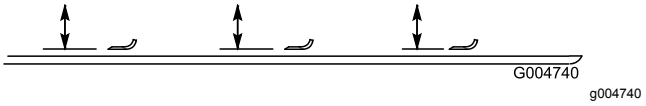

Figur 108
2. Drej kniven, indtil enderne vender fremad og bagud (Figur 108). Mål fra klippeenhedens indvendige skær til skæret foran på kniven. Husk dette mål.